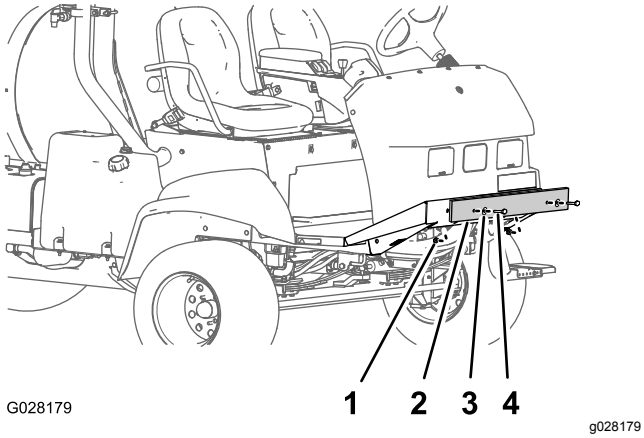

Figur 4
1. Fjern boltene, skivene og mutterne som fester transportstøtfangeren til frontplaten på chassiset (Figur 4).
2. Fjern transportstøtfangeren fra maskinen (Figur 4).